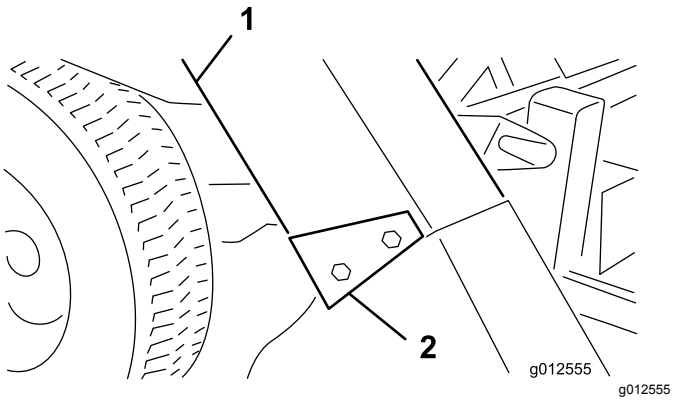

Figura 29
4. Fate scorrere la guida di scarico sull'apertura del soffiatore e sui perni di montaggio (Figura 29).